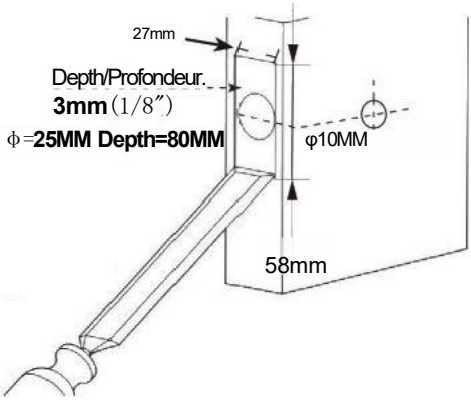

FIG2
1) Zaznacz punkt środkowy na „linii środkowej zatrzasku” (jak na rys. 2).